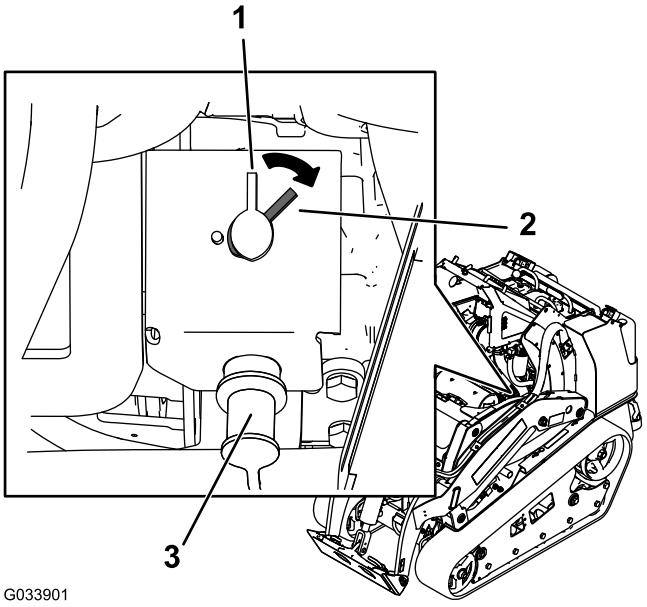

Rysunek 49
- Aby włączyć zasilanie elektryczne maszyny, przekręć odłącznik akumulatora w prawo do pozycji ON (Rysunek 49).